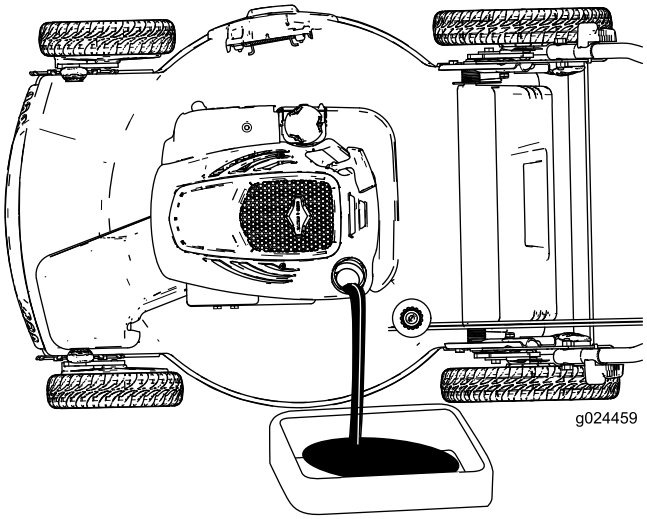
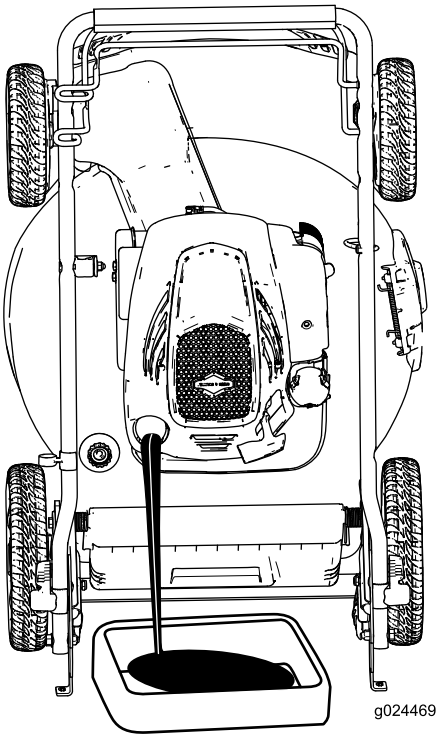

Bild 23
Bild 24
4. Kippen Sie den Rasenmäher seitlich (Peilstab nach unten) (Bild 23) oder stellen Sie die Maschine in die aufrechte Lagerstellung (Bild 24), siehe Lagern der Maschine in der aufrechten Lagerstellung (Seite 13), wenn Sie Altöl über den Einfüllstutzen ablassen müssen.